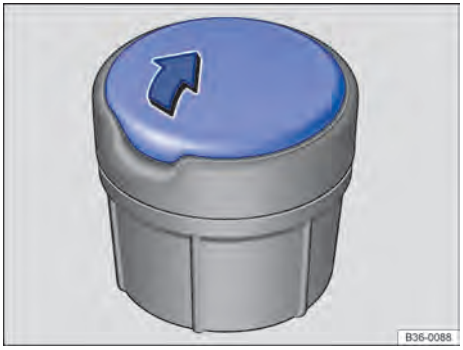

Fig. 101 Cinzeiro móvel.
- Para *abrir*, levantar a tampa do cinzeiro ⇒ Fig. 101 no sentido da seta.